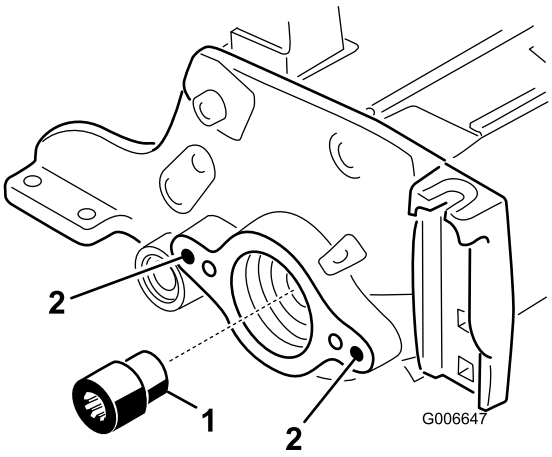

図 7
12. リール駆動シャフトツールを使って、リールシャフトのリールモータ側の端部からスプライン付きインサートを取り外す図 7。リール駆動シャフト・ツール, P/N TOR4074 を使用する。スプライン付きインサートが入っていたところのネジ部についているグリスをきれいにふき取ること。
13. リールシャフトに新しい長いスプライン付きインサートを取り付ける図 7。インサートを取り付ける前に、ネジ山部分にロクタイト青を塗りつける。85-95 ft-lb115–129 N·m = 15.9-17.8 kg.mにトルク締めする。
15. 3/8-16 タップを使って、左右のサイドプレートの取り付け穴の内壁のペイントを除去する。 図 7。